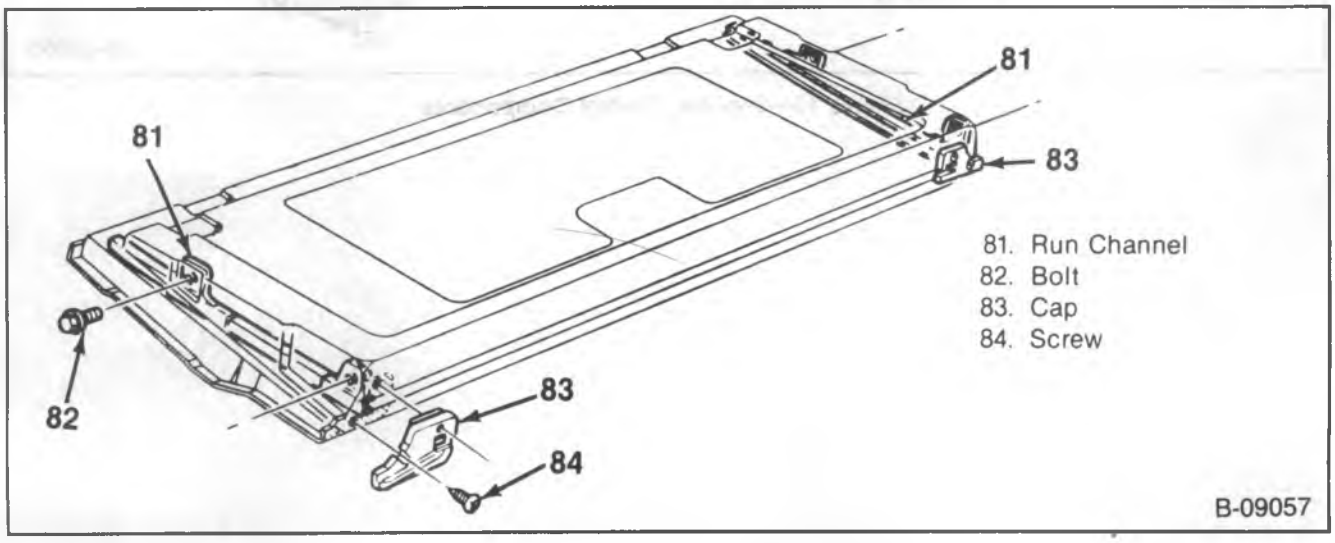

Figure 12—Run Channel Components
1. Window run channel caps (83) (figure 12).
- Regulate the window so that the sash channel bolts (72) are accessible.
4. Sash (73) to sash channel bolts (72).
5. Sash (73) with glass (75) from the end gate.
6. Sash rails (71) from the regulator (69).
1. Sash rails (71) to the regulator (69).
2. Sash (73) with glass (75) to the end gate.
3. Sash (73) to sash channel bolts (72).
6. Window run channel caps (83) (figure 12).
Remove or Disconnect (Figure 12)
Install or Connect (Figure 12)